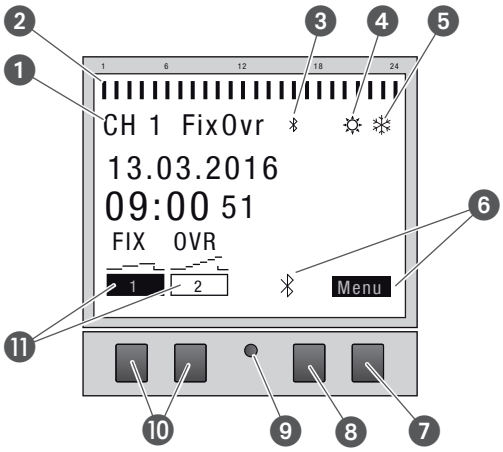

Bild 2: Display
Funktion för de båda högra knapparna (Bild 2/❼ + ❽)
Funktion för de båda vänstra knapparna (Bild 2/⑩)
Menystrukturen visas på displayen när man trycker på menyknappen (Bild 2/❼).